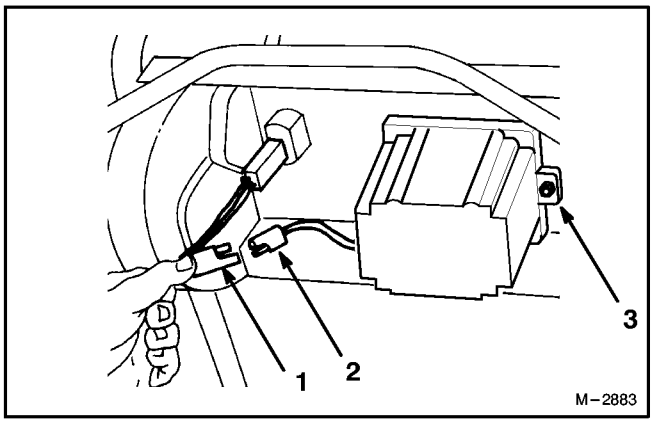

Figure 28
1. Stop engine and disconnect wire harness from battery pigtail (Fig. 28).